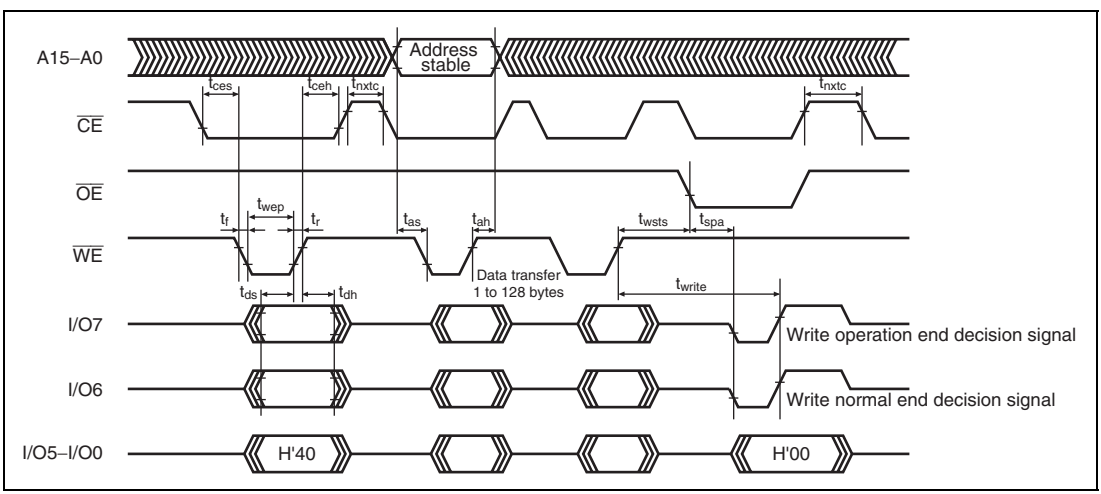

**Figure 6.11 Auto-Program Mode Timing Waveforms**
5. Memory address transfer is performed in the second cycle (figure 6.11). Do not perform transfer after the third cycle.
| Command write cycle | $t_{nxtc}$ | 20 | — | μs | Figure 6.11 |